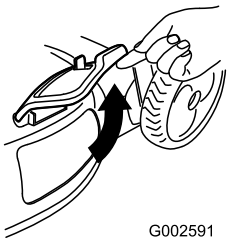

Bild 21
2. Öffnen Sie die Seitauswurfklappe (Bild 21).